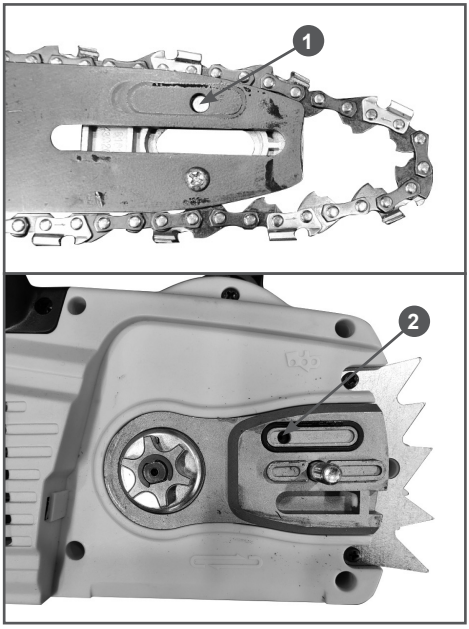

Рис. 8. Отверстия для подачи масла для смазки шины и цепи
2. Чистоту отверстия 1 для смазки на шине (Рис. 8). При необходимости почистить.
3. Чистоту отверстия 2 для подачи масла на защитной пластине и канала подачи масла в корпусе устройства (Рис. 8). При необходимости почистить.